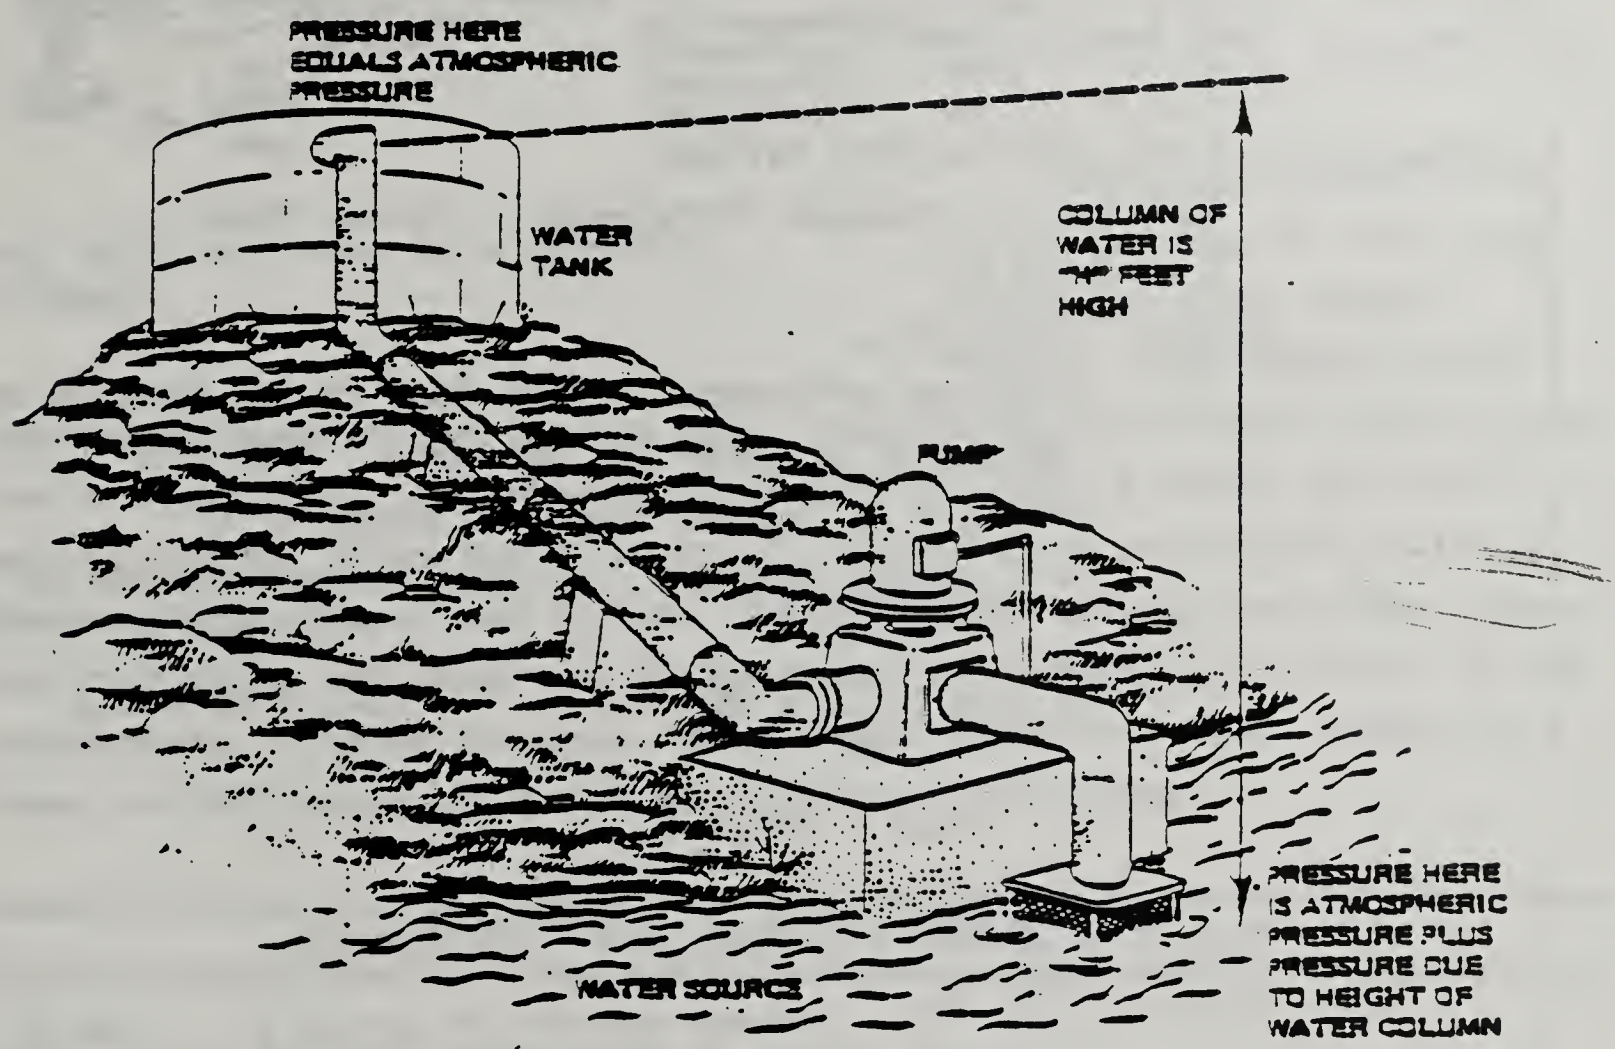

Fig. 2-12 Pump does fluid work in lifting water.
For example, consider the work done by a pump that lifts water from a lake or well to a tank through a vertical distance of "H" feet. (See Figure 2-12.) This type of work is calculated best by using the first equation, $W = (\Delta P) \times V$. The pump moves a certain volume of water (V) through a pressure difference (ΔP). The pressure at the top of the discharge pipe is equal to atmospheric pressure.